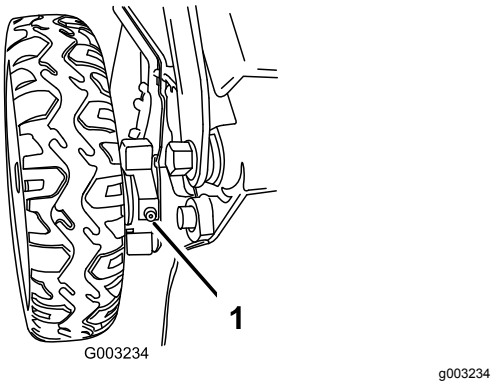

Figur 37
1. Aftør smøreniplerne lige inden for baghjulene med en ren klud (Figur 37).